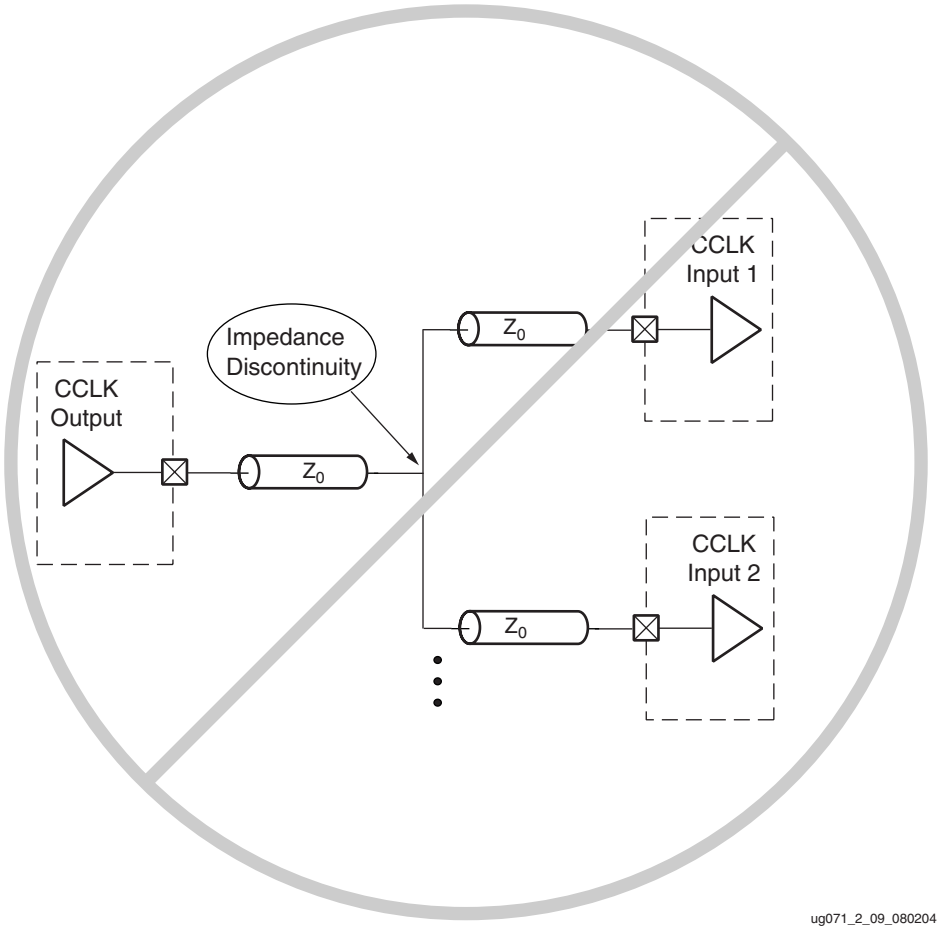

Figure 2-9: **Not Recommended**
- Always route the CCLK net without any branching, do ***not*** use a *star* topology (Figure 2-9).
Figure 2-9 shows a *star* topology where the transmission line branches to the multiple CCLK inputs. The branch point creates a significant impedance discontinuity. This arrangement is **Not Recommended**.